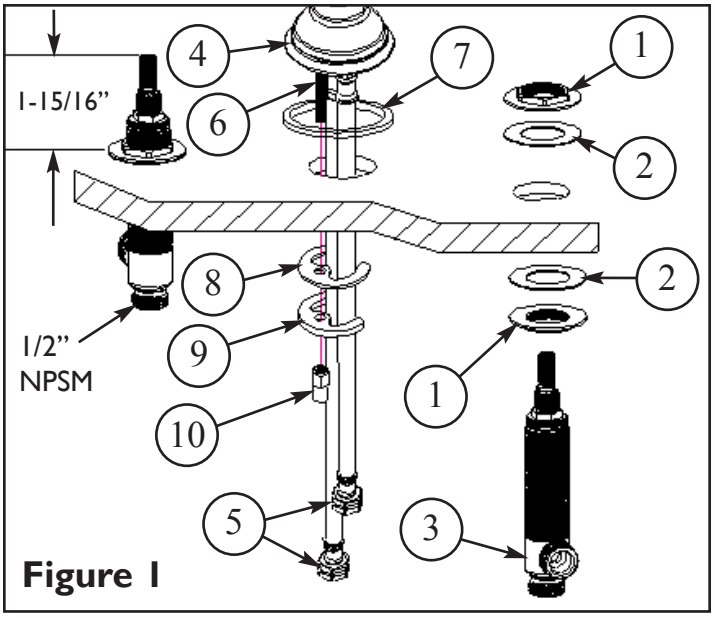

Figure 1
1. Place flange NUT (1) and WASHER (2) on valve BODY (3). Insert BODY (3), (blue cold & red hot), through hole in the mounting surface. Adjust and secure with additional WASHER (2) and flange NUT (1) so that the top of valve stem is 1-15/16" above top of mounting surface. Before tightening down flange NUT (1), check HANDLE (16) alignment by placing onto valve stem. Any adjustments for rotational alignment must be made to the valve BODY (3), not to the cartridge. **See Figure 1**.
1a. Place the SPOUT (4) HOSES (5) and STUD (6) through O-RING (7) and the center hole of mounting surface. Secure SPOUT (4) into place with rubber GASKET (8), mounting CRESENT (9) and NUT(10). **See Figure 1**.